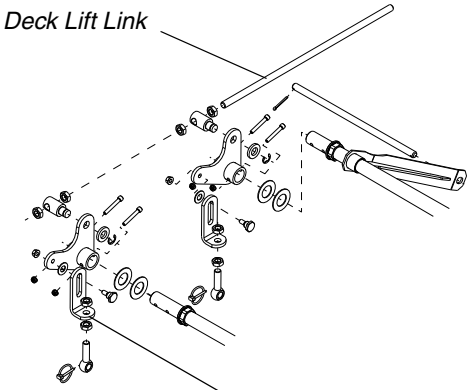

Figure. 8
c. If the cut height is below 1-1/2” the pitch should not exceed 1/16”. If the dimension at the front of the mowing deck is 1/8"-1/4" lower than the dimension at the rear of the deck on each side of the mower, do not adjust. If not, you will need to adjust the Deck Lift Link (See Figure 8). You may also need to adjust the Deck Links (See Figure 8).